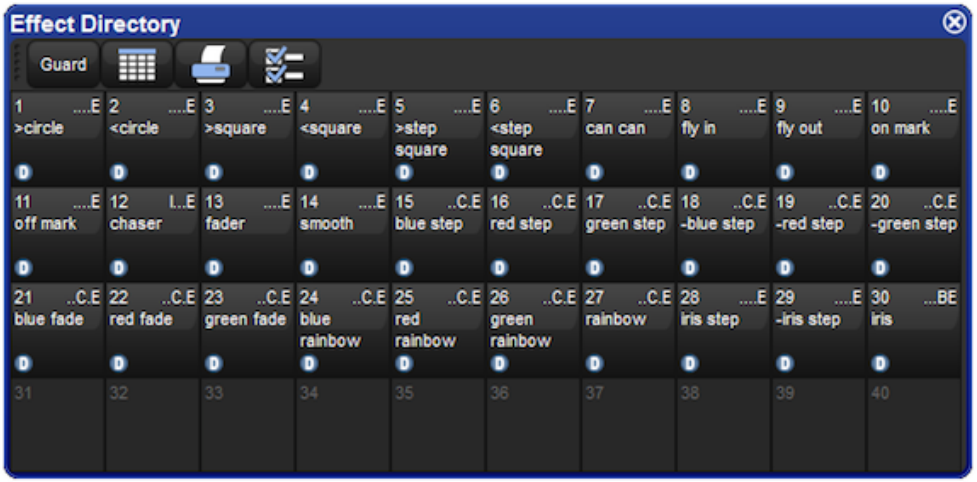
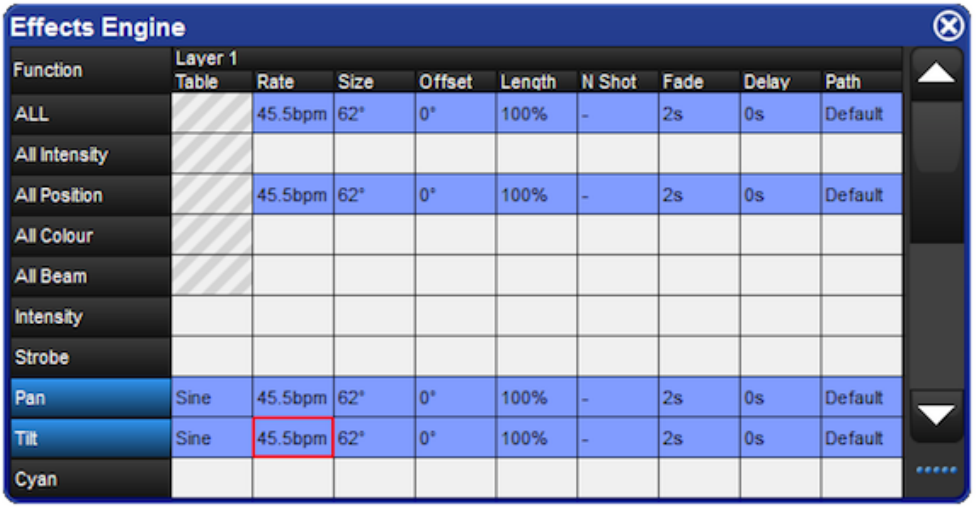

Figure 13.2. The Effect Directory
Figure 13.4. The Effects Engine
You can quickly apply effects to the current selection using predefined effects palettes in the Effect Directory; see *Figure 13.2, "The Effect Directory"*. Effects palettes for parameter functions not available in the current selection will be greyed out; for example the Iris Step palette is not available for Studio Color 575s as they do not have an iris parameter.
2. Open + Effect : the Effects Engine and Effect Directory will open; see *Figure 13.4, "The Effects Engine"* and *Figure 13.2, "The Effect Directory"*.
Note that the parameter wheels only control the current effects row, selected using the buttons in the Function column. There are buttons for all parameter types, for all intensity, all colour, all position, all beam, and for each individual parameter type; see *Figure 13.4, "The Effects Engine"*.